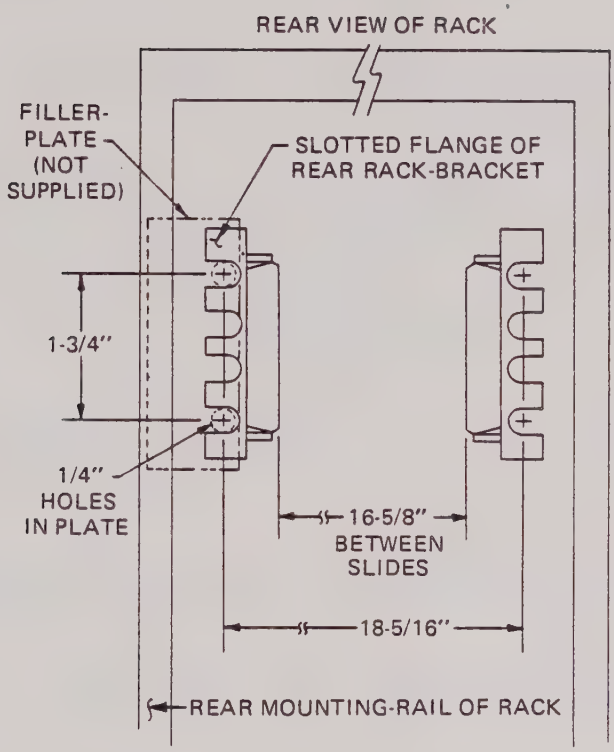

Figure 2.5–Rear End Slide-Mount Rack Dimensions
f. The distance between the two slide-mount assemblies at the rear-bracket should be 16 5/8 inches. Should a filler plate be required to secure the slide-mount assembly to the rear rack mounting-rail at 16 5/8 inches, use the dimensions given in Figure 2.5 to determine filler-plate size